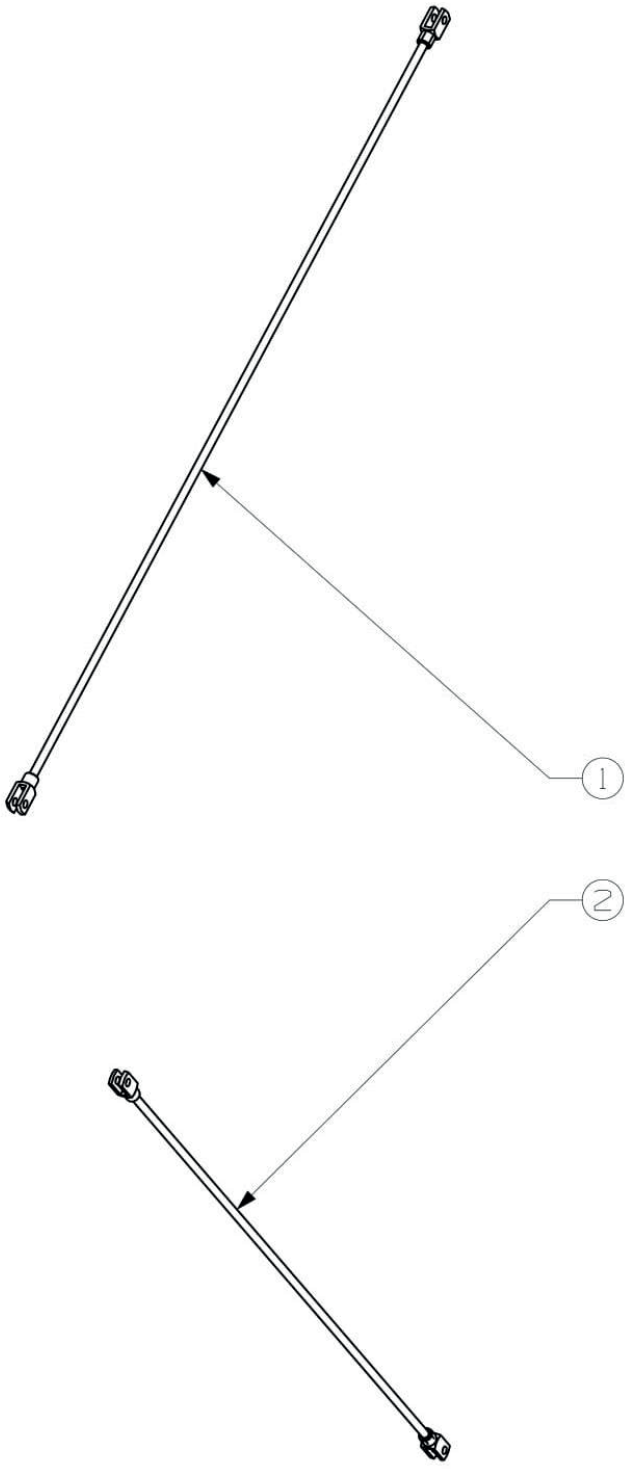
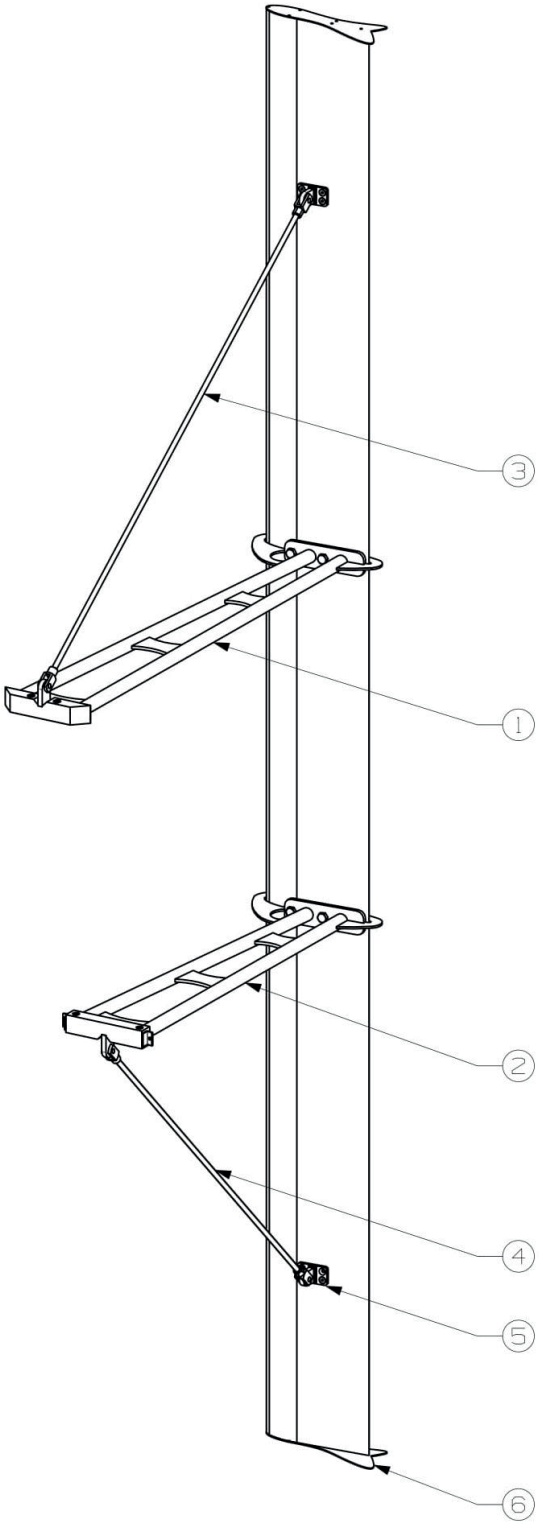

RYSUNEK 3
RYSUNEK 7
5. Uchwyt odko su dolnego przykręcić do skrzydł a za pomocą śrub M6x20 z łbem stożkowym. (Rys.7). Uchwyt posiada ramię z otworem, które jest nachylone pod kątem 3°. Uchwyt ma być skierowany nachyleniem w kierunku części natarcia skrzydła (łopaty). Na gwint śrub nanieść niewielką ilość czerwonego kleju do gwintów i wstęp nie dokręcić. Następnie dokręcić kluczem dynamometrycznym z momentem 20Nm
6. Odkosy (Rys.3) mocować w sposób pokazany na Rys. 7 przy pomocy śrub M10x35 z łbem sześciokątnym, podkładek fi10,5 oraz nakrętek samokontrujących. Przed dokręceniem nakrętki nałożyć czerwony klej na gwint śruby. Moment dokręcania śrub to 65Nm. NA wszystkie łby śrub oraz nakrętek nałożyć białe nakładki plastikowe.